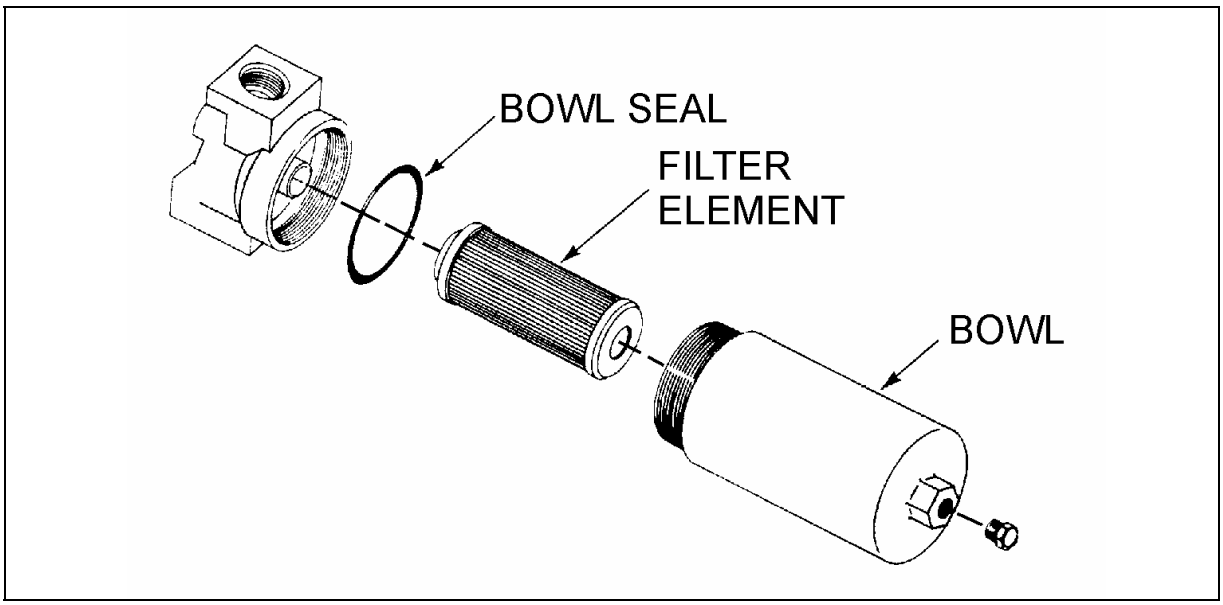

FIGURE 50: WATER FILTER 22057
3. Rotate bowl (Fig. 50) counterclockwise and remove.
4. Remove filter element (Fig. 50) from housing. Discard all disposable elements. These elements are not cleanable.